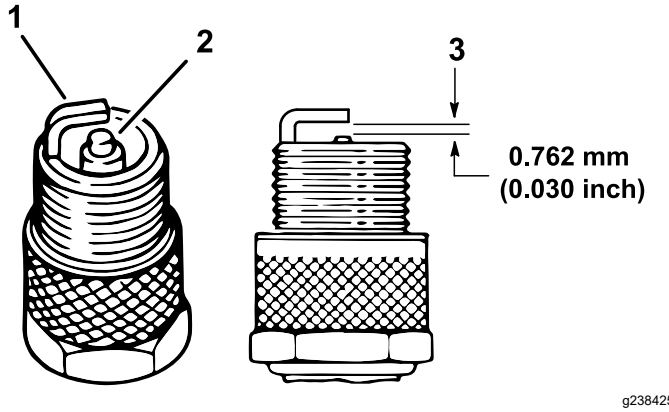

Figur 37
4. Kontrollera att inte sidoelektroden, mittelektroden och mittelektrodsisolatorn är skadade (Figur 37).
5. Kontrollera att luftgapet mellan mitt- och sidoelektroderna är 0,762 mm. Se Figur 37.